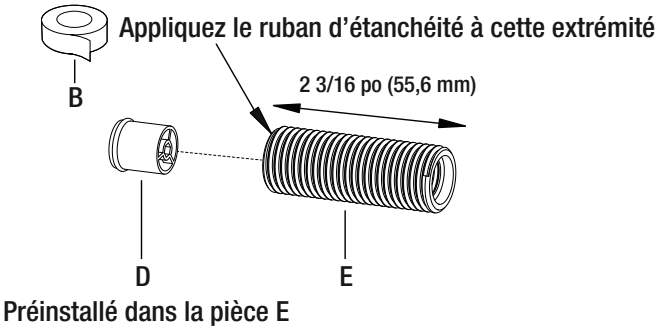

Fig.9
- Appliquez le ruban d'étanchéité (B) à l'extrémité du long connecteur en laiton (E) sur lequel est fixé le clapet de non-retour blanc (D), voir fig. 9.
- Assurez-vous que les rondelles en caoutchouc (N), (U) sont correctement installées afin d'éviter les fuites.
- Assurez-vous de percer les trous conformément aux instructions et de fixer la colonne de douche (S) à l'aide du ruban adhésif double face ou sur le support inférieur.
- Si vous trouvez que la pression ou le volume d'eau est faible, nettoyez la rondelle à maille (C).
- S'il n'y a pas de débit d'eau, vérifiez si le connecteur en laiton (E) a été installé correctement. Reportez-vous à la fig. 9 (à la page 7) du guide d'installation.
- Si le clapet de non-retour (D) est installé correctement et qu'il n'y a toujours pas de débit d'eau, retirez la colonne de douche (S) du mur, desserrez le raccord en L (L) et vérifiez s'il y a des débris bloquant le restricteur (K). Retirez le restricteur, nettoyez-le avec de l'eau et réinstallez-le.